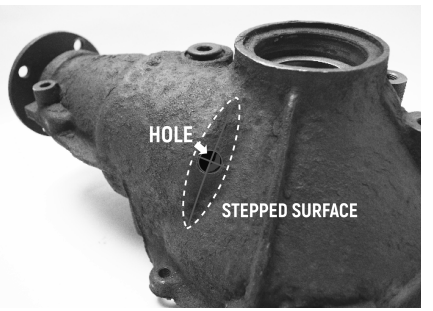

Рис. 24
*Если корпус редуктора вашего автомобиля отличается от корпуса, показанного на (**Рис. 24**), определите расположение отверстия самостоятельно. Выполните предварительную установку электрической блокировки. После этого отметьте место будущего отверстия на поверхности корпуса редуктора, соблюдая следующие требования:*
- *Отверстие должно располагаться со стороны магнита. (**Рис. 24**)*
- *Отверстие должно быть расположено рядом с точкой выхода кабеля из магнита. (**Рис. 24**)*